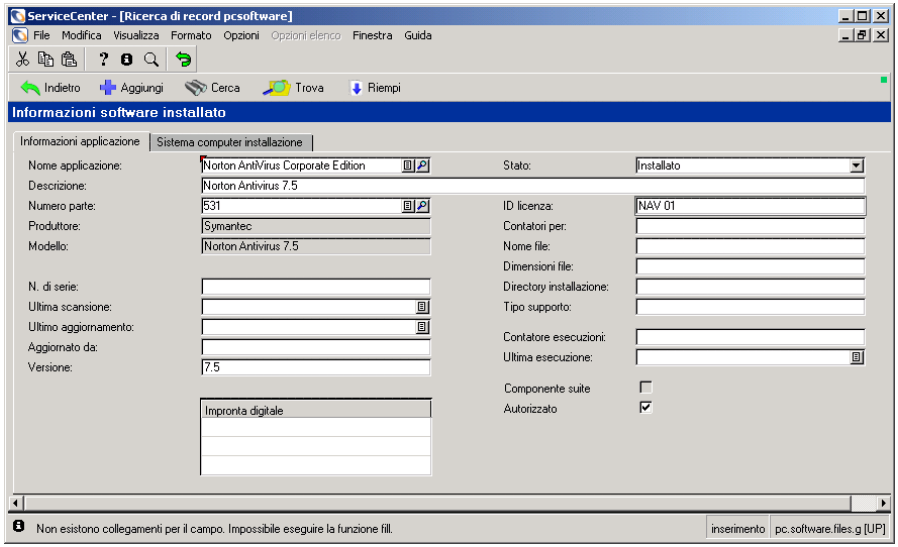

Figura 8-38: Modulo Informazioni software installato: scheda Informazioni applicazione
3. Verrà visualizzato il modulo Informazioni software installato. Compilare i campi utilizzando le informazioni mostrate nella Figura 8-38.